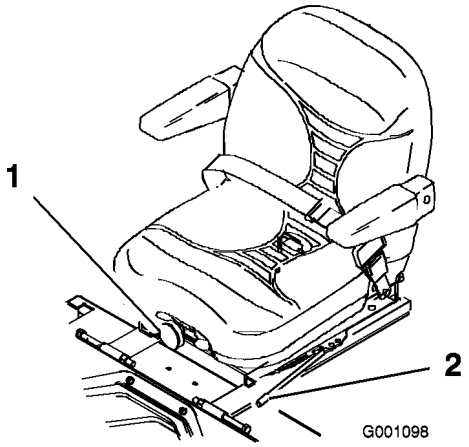

Figur 25
1. Sædet kan justeres ved at flytte håndtaget til siden for at låse sædet op (Figur 25).
Drej på knappen foran på sædet for at opnå den mest behagelige position (Figur 25).